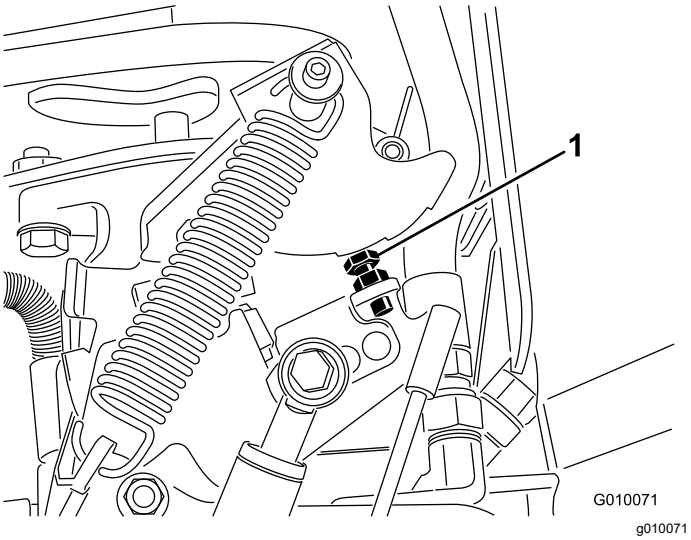

Rysunek 71
6. Jeśli potrzebna jest regulacja, przykręć śrubę zderzaka pompy (Rysunek 71) bliżej płyty zderzaka, aby zmniejszyć odstępy otworów, lub odkręć śrubę zderzaka dalej od płyty zderzaka, aby zwiększyć odstępy otworów.